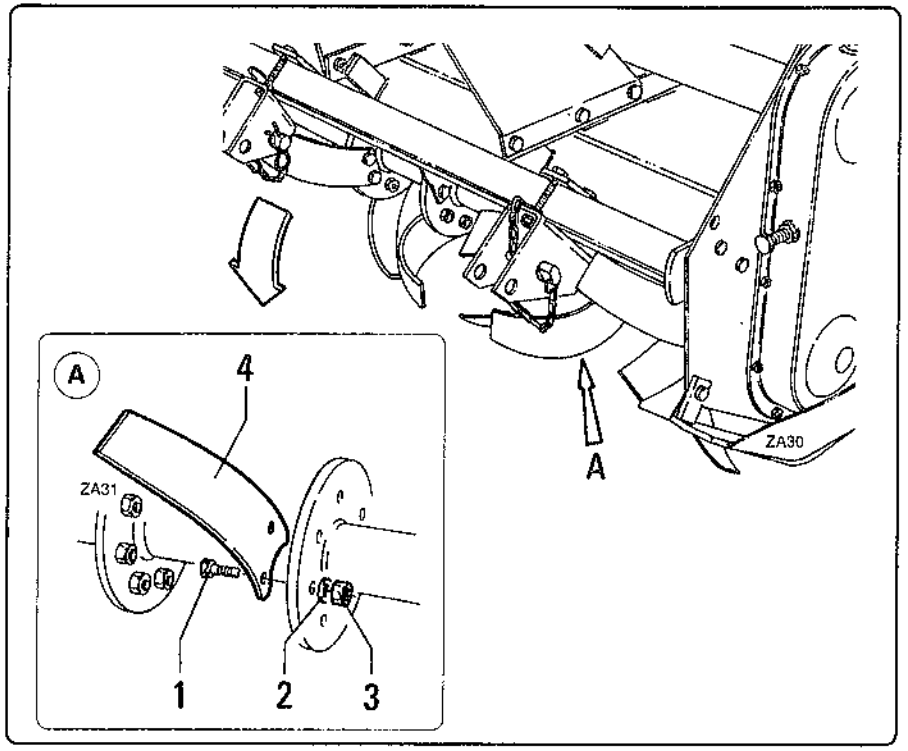

fig. 7.5.3
- Se le lame "4" fig. 7.5.3 sono danneggiate, piegate, usurate, non affilate o in condizioni tali da rompersi durante il lavoro è necessario sostituirle.